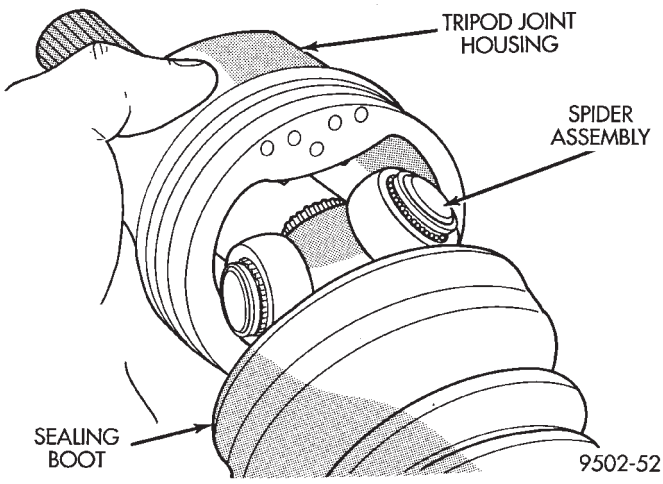
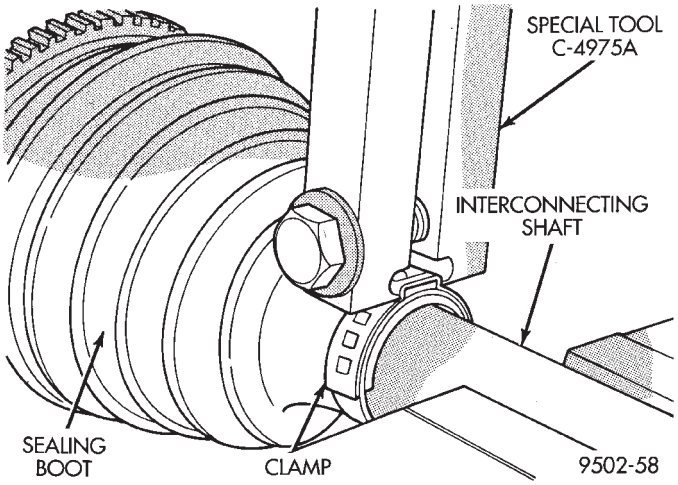
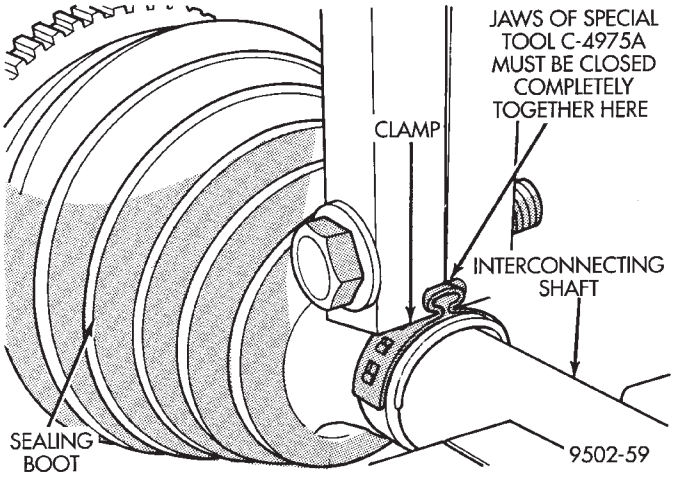

Fig. 34 Installing Tripod Housing on Spider Assembly
Fig. 35 Crimping Tool Installed on Sealing Boot Clamp
Fig. 36 Sealing Boot Retaining Clamp Installed
(4) Distribute 1/2 the amount of grease provided in the seal boot service package (DO NOT USE ANY OTHER TYPE OF GREASE) into tripod housing. Put the remaining amount into the sealing boot.
(5) Align tripod housing with spider assembly and then slide tripod housing over spider assembly and interconnecting shaft (Fig. 34).
(6) Install inner tripod joint seal boot to interconnecting shaft clamp evenly on sealing boot.
(7) Clamp sealing boot onto interconnecting shaft using crimper, Special Tool C-4975-A and the following procedure. Place crimping tool C- 4975-A over bridge of clamp (Fig. 35). Tighten nut on crimping tool C- 4975-A until jaws on tool are closed completely together, face to face (Fig. 36).